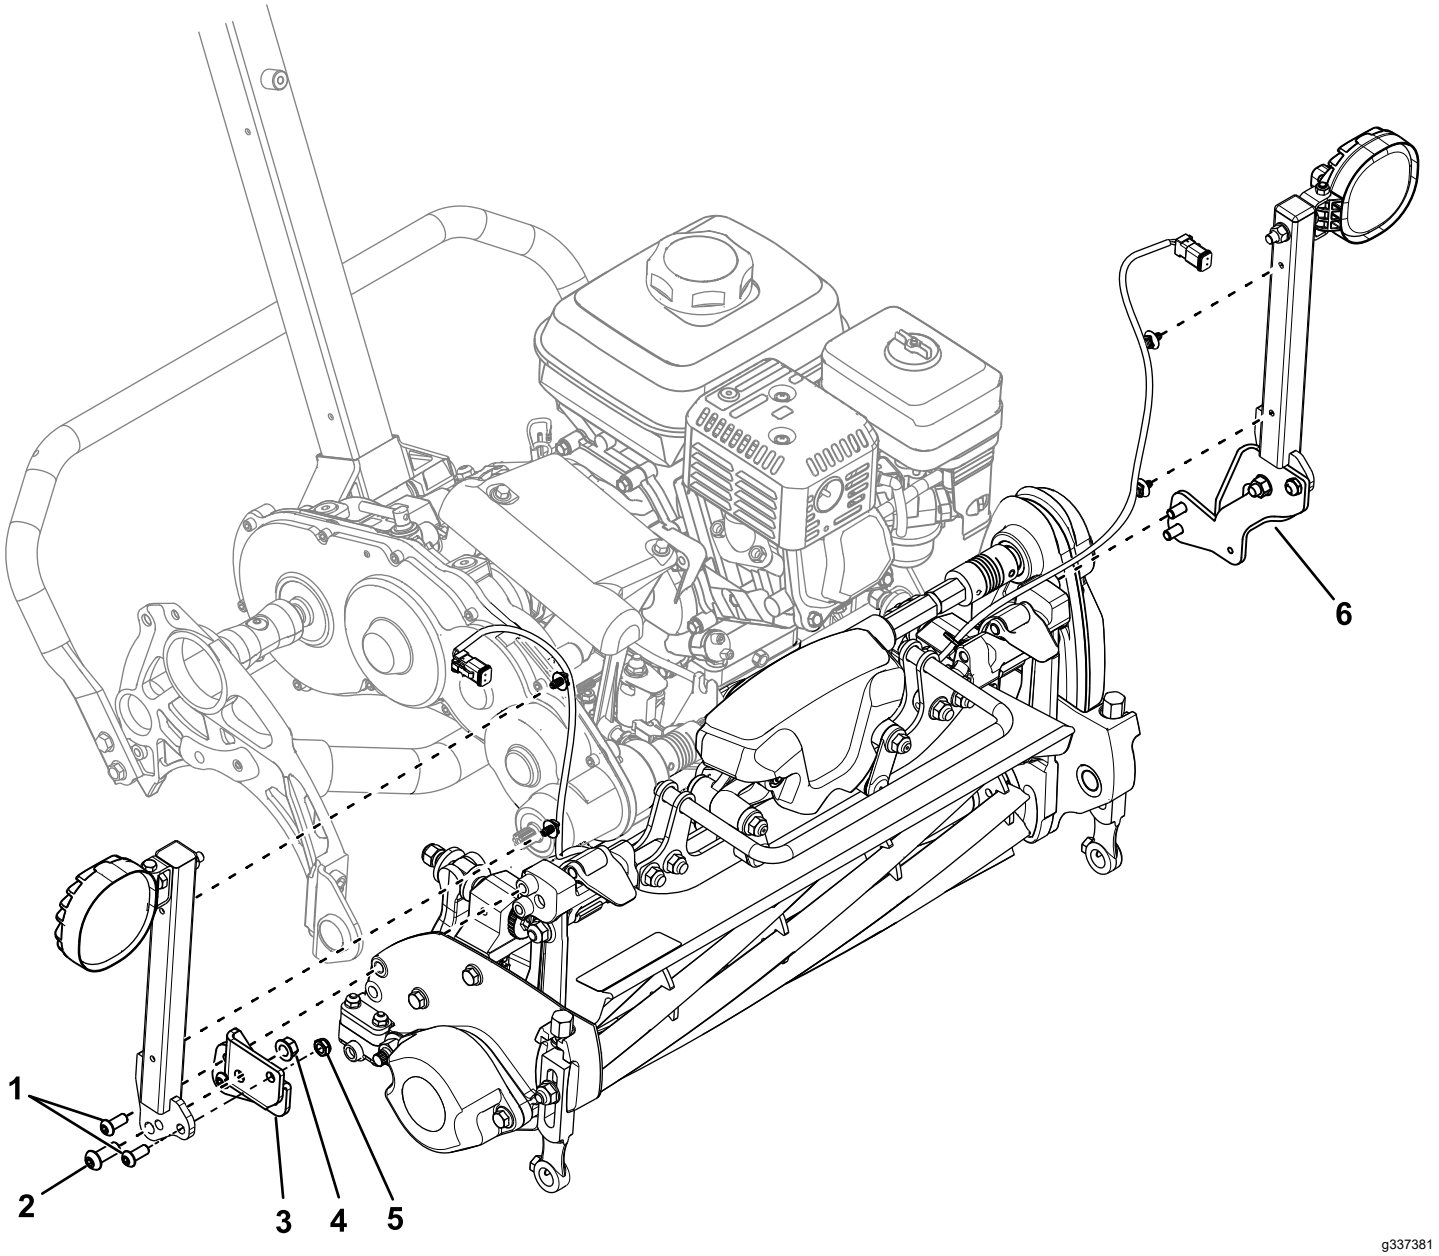

Figur 4
1. Bruk to sokkelhodeskrue (5/16 tomme), to låsemuttere, to sokkelhodeskruer (⅜ tomme) og to flensmuttere (⅜ tomme) til å feste lysfestene til monteringsbrakettene (Figur 4).
2. Bruk fire sokkelhodeskruer (5/16 tomme) til å feste monteringsbraketten til navendene på klippeenheten (Figur 4).